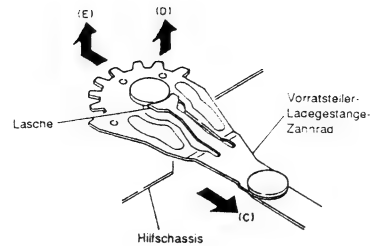

Abb. 2-58
2) Das Aufwickelteller-Ladegestänge-Zahnrad in Richtung des Pfeiles (C) bewegen (siehe Abb. 2-58).
3) Die Lasche des Aufwickelteller-Ladegestänge-Zahnrades mit einer Pinzette usw. festhalten und das Gestänge-Zahnrad in Richtung des Pfeiles (D) anheben; danach das Gestänge-Zahnrad in Richtung des Pfeiles (E) abnehmen.
2) Das Vorratsteller-Ladegestänge-Zahnrad in Richtung des Pfeiles (C) bewegen (siehe Abb. 2-58).
3) Die Lasche des Vorratsteller-Ladegestänge-Zahnrades mit einer Pinzette usw. festhalten und das Gestänge-Zahnrad in Richtung des Pfeiles (D) anheben; danach das Gestänge-Zahnrad in Richtung des Pfeiles (E) abnehmen.